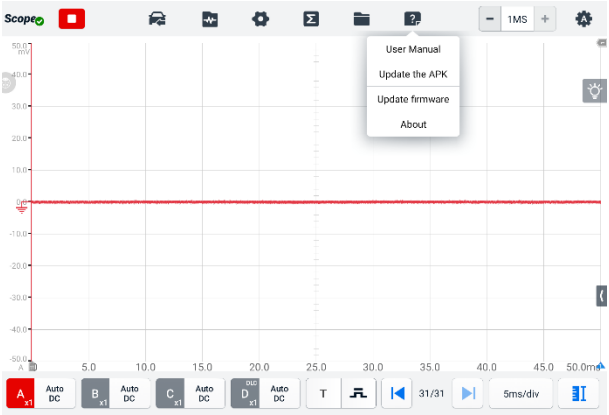

Figura 9-1 ***Skrin tal-Għajnuna***
1. Tektek il-buttuna **Għajnuna** fuq il-toolbar ta' fuq tal-iskrin. Jintwera menu dropdown. (Ara *Figura 9-1 Skrin tal-Għajnuna*.)